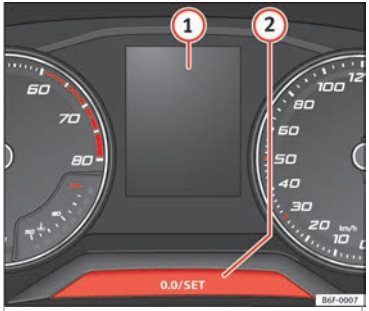

Fig. 50 Instrument panel
The service interval indication appears on the instrument panel display »» **Fig. 50 (1)**.